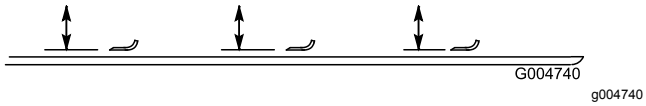

Figuur 108
2. Draai het mes totdat de uiteinden in de lengterichting liggen (Figuur 108). Meet de afstand vanaf de binnenkant van het maaidek tot de voorste snijrand van het mes. Noteer deze afstand.